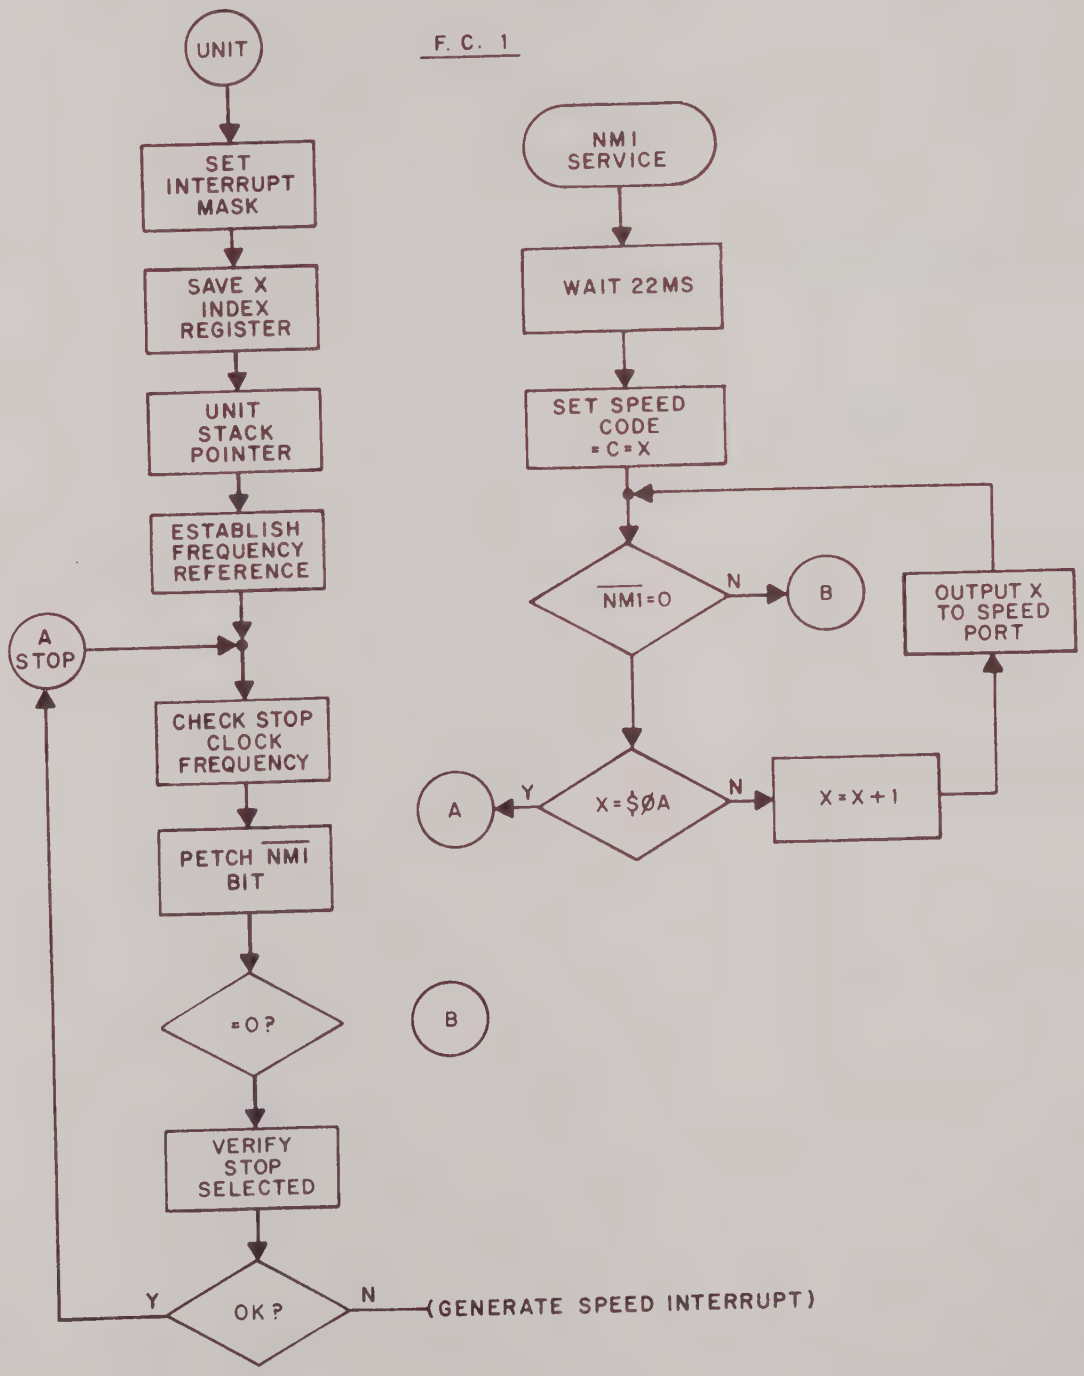
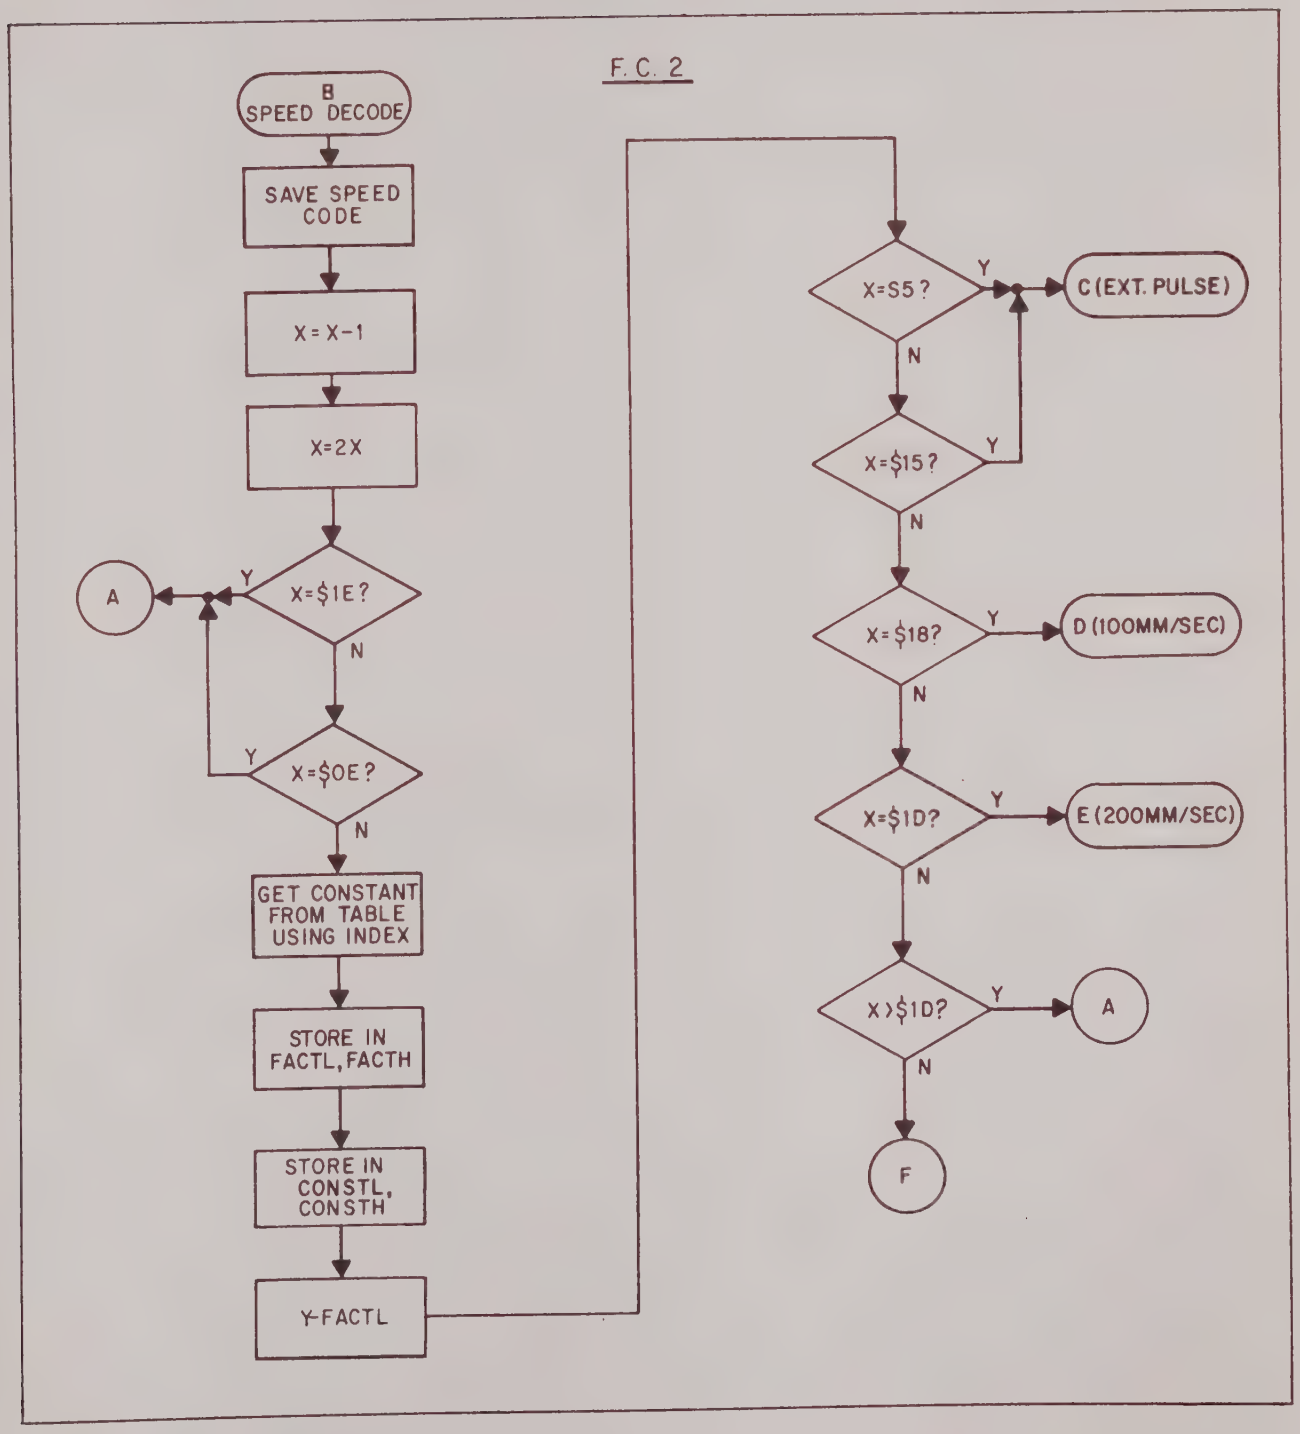

FIGURE 4-7 SPEED FLOW CHART
FIGURE 4-8 FLOW CHART DECODE ROUTINE
All the chart speeds are selected by counting the step clock/2 signal. The speed decode software reads the speed code, and converts it into an index. It then reads from ROM the number of step clocks to ignore before taking a step using the index as a pointer to a look up table. These values are stored in two locations of scratch pad RAM for use by the speed generation routines (locations factl and consth, constl). Refer to Figure 4-7 flow chart for operation of this module.
Whenever the speed is changed, the hardware generates an interrupt. (NMI on Figure 4-7). The processor outputs a 0000 to U419 and checks the $\overline{NMI}$ to see if that is the right code. If it is, it goes to the decode routine flow chart, Fig. 4-8). If it is not, it increments the code on U419 and checks again. This process repeats until the correct code is found, or until all possibilities are exhausted. In the latter case, the processor returns to the stop routine (point (A) Figure 4-7). Here, the frequency is checked. If $\overline{NMI}$ is still true the processor returns to the switch decode routine, and repeats the entire process. This will happen if the enable line is 0, which occurs for stop, remote link out, remote stop true, or interlock.
The speed decoder (Figure 4-8 point (B)), uses the switch setting established by U419 to generate the correct speed. The speed code is put in the index register. This number is decremented and multiplied by 2 to give a compact, efficient structure to the speed look up table. The index register is now the pointer to this table. The processor fetches the correct speed constants from the table using an indexed load, and stores them twice in RAM. Each constant is two BYTES and represents the number of step clocks to count before stepping. One constant is decremented to zero by the speed routine and the second restores the first.
Certain speeds are handled as special cases, and these are shown at the end of Figure 4-8.